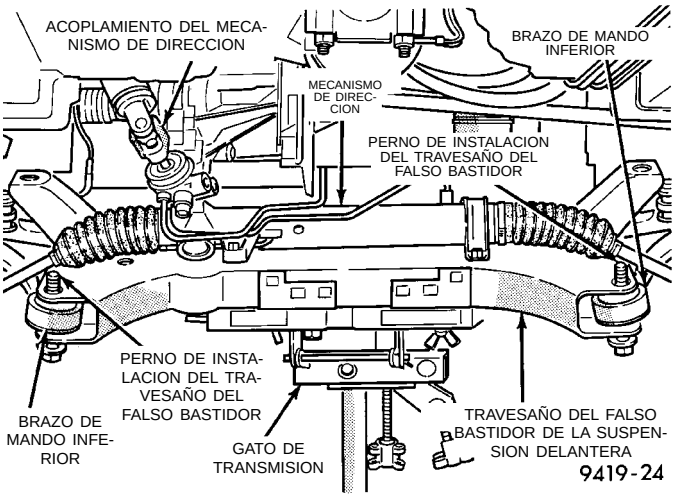

Fig. 14 Travesaño del falso bastidor bajado para el desmontaje del mecanismo de dirección
(13) Con un gato de transmisión, baje el travesaño de falso bastidor de la suspensión delantera lo suficiente como para permitir el desmontaje del mecanismo de dirección del travesaño de falso bastidor (Fig. 14). **Al bajar el travesaño de falso bastidor de la suspensión delantera, no lo deje colgar de los brazos de suspensión, el peso del travesaño de falso bastidor debe ser sustentado por el gato de transmisión.**